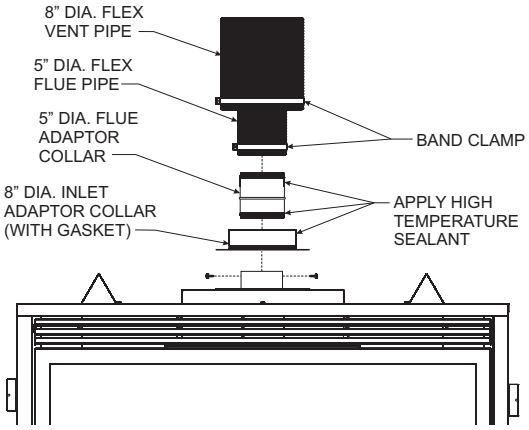

**Figure 57**
9. Apply sealant to the outside of the flue pipe adapter and connect to the flex flue pipe. Then insert the adapter into the fireplace flue. Secure flue adapter to the fireplace flue with a minimum of two screws provided. **See Figure 57.**